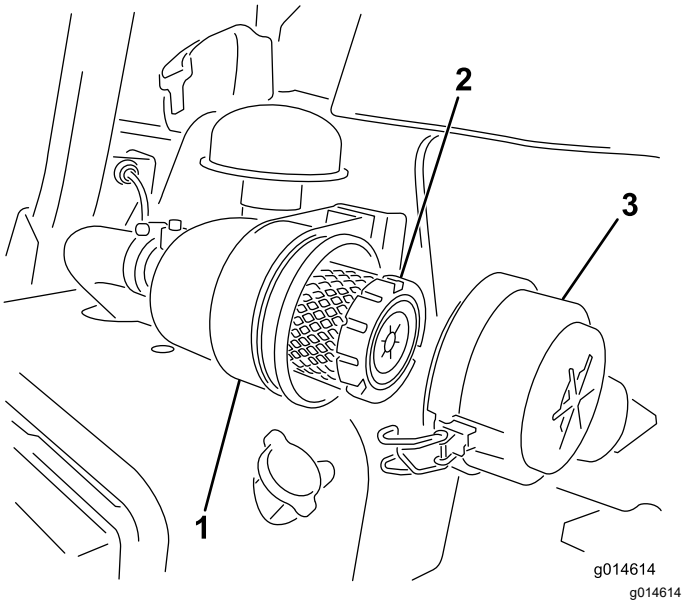

Rysunek 28
1. Zwolnij zaczepy mocujące pokrywę filtra powietrza do obudowy filtra powietrza (Rysunek 28).
7. Zamocuj za pomocą zaczepów (Rysunek 28).